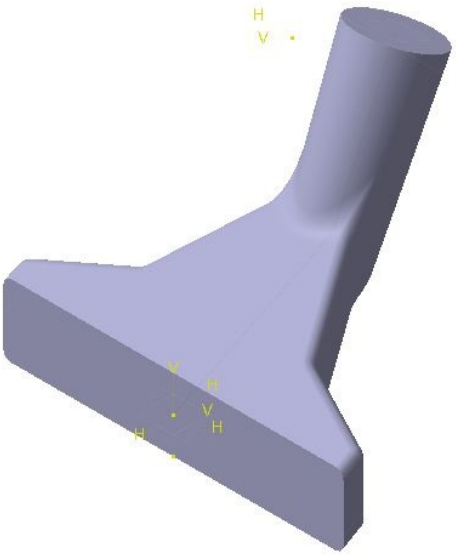

Figure 6-91 *Model after creating the second fillet*
5. Set the value in the **Radius** spinner to **3** and choose the **OK** button from the **Edge Fillet Definition** dialog box. Choose the **Cancel** button from this dialog box, if it is displayed again. The model after applying the fillet to the second set of edges is shown in Figure 6-91.